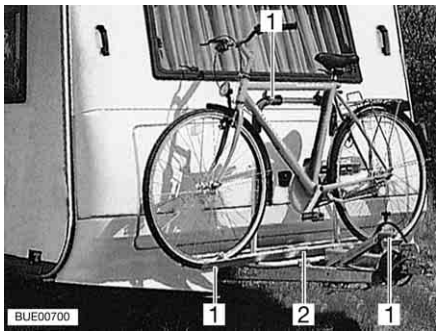

Fig. 10 Front bike rack
- ■ Put the bikes on to the bike rack (Fig. 10,2) and secure them with quick straps (Fig. 10,1).